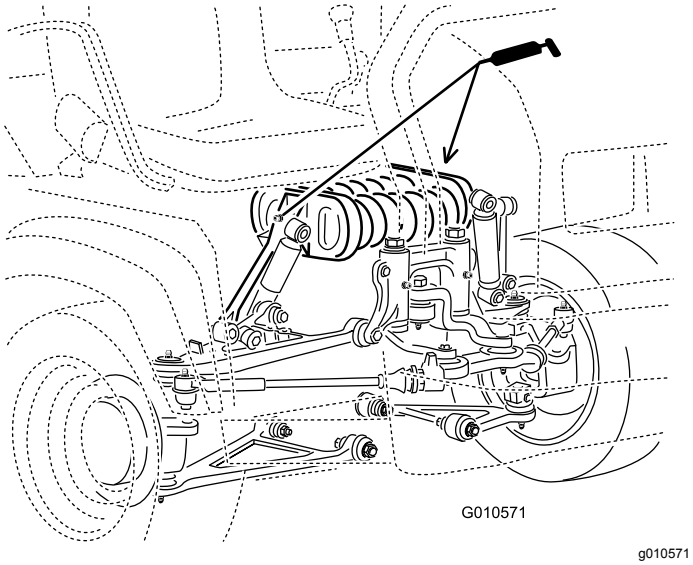

Figur 37
- **Fjærtårn (2)**. Se Figur 37